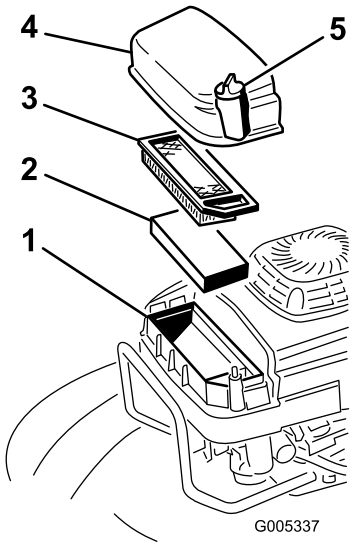

Bild 26
2. Nehmen Sie die Schraube ab, mit der die Luftfilterabdeckung befestigt ist (Bild 26).
3. Entfernen Sie die Abdeckung und reinigen Sie sie gründlich (Bild 26).
4. Nehmen Sie den Papierluftfilter ab, prüfen Sie ihn (Bild 26) und werfen Sie ihn weg, wenn er zu stark verschmutzt ist.